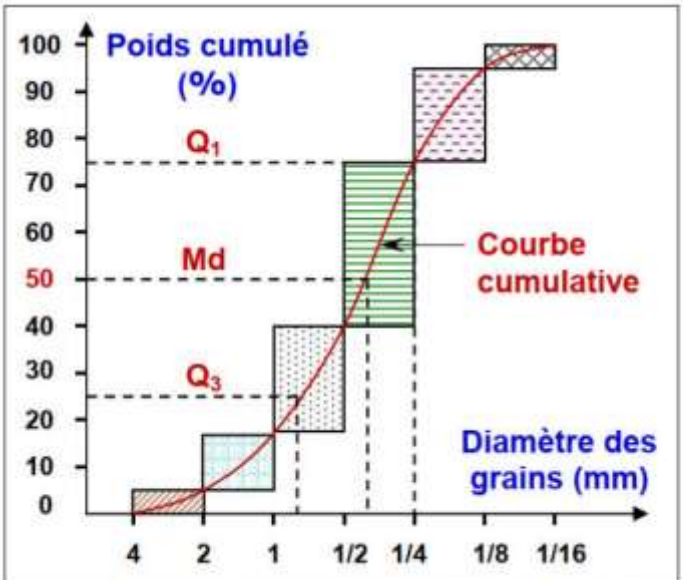

Figure 2 : Diagramme et courbe cumulative.
- **Les courbes cumulatives (Figure 2) :** Variation des pourcentages cumulés (échelle arithmétique) en fonction du diamètre des grains (échelle logarithmique).